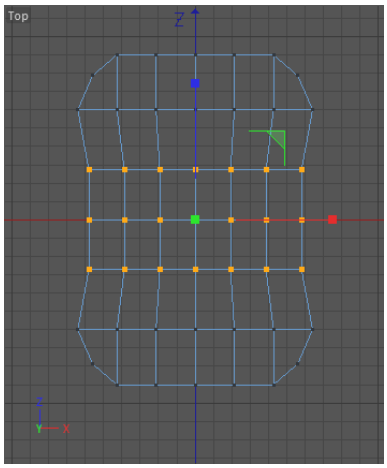

Figure 3-17 *Scaling the selected points of Computer mouse*
10. Invoke the **Scale** tool from the Command Palette and scale the selected points in the Top viewport, as shown in Figure 3-17.